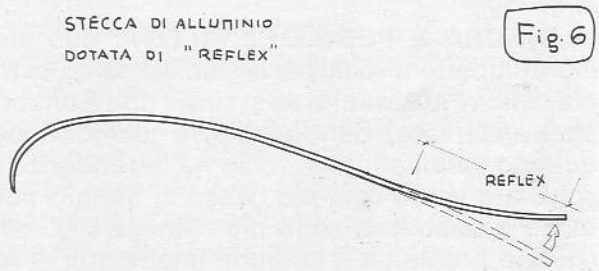
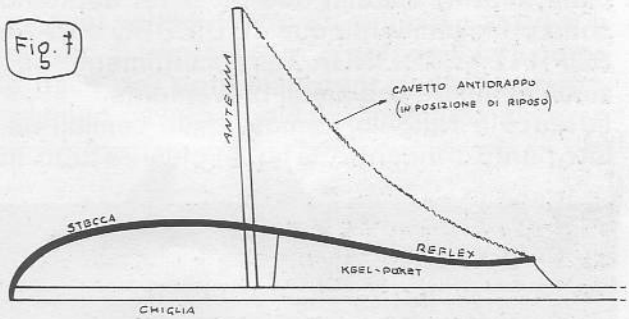

Fig. 6
Fig. 7
c) **REFLEX:** con tale termine si intende una curvatura del bordo di uscita verso l'alto. Tale curvatura è generalmene ottenuta sagomando le stecche rigide che impongono il profilo alla vela come in fig. 6 e collegandone le estremità posteriori ad una serie di cordini che partono dall'antenna (fig. 7).